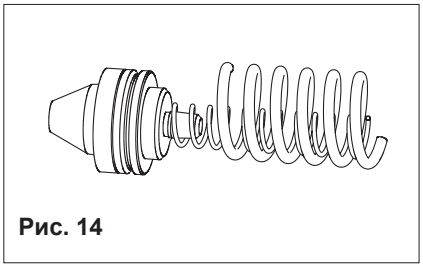

Рис. 14
- извлечь большую пружину и блок регулирующий клапан/ маленькая пружина (рис. 14);